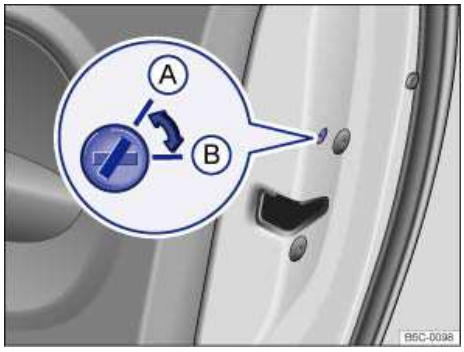

Fig. 151 On the edge of the passenger door: A unlocked, B locked.
- Insert the key bit into the slot and turn from position ⇒fig. 151 (A) to the locked position, (B).